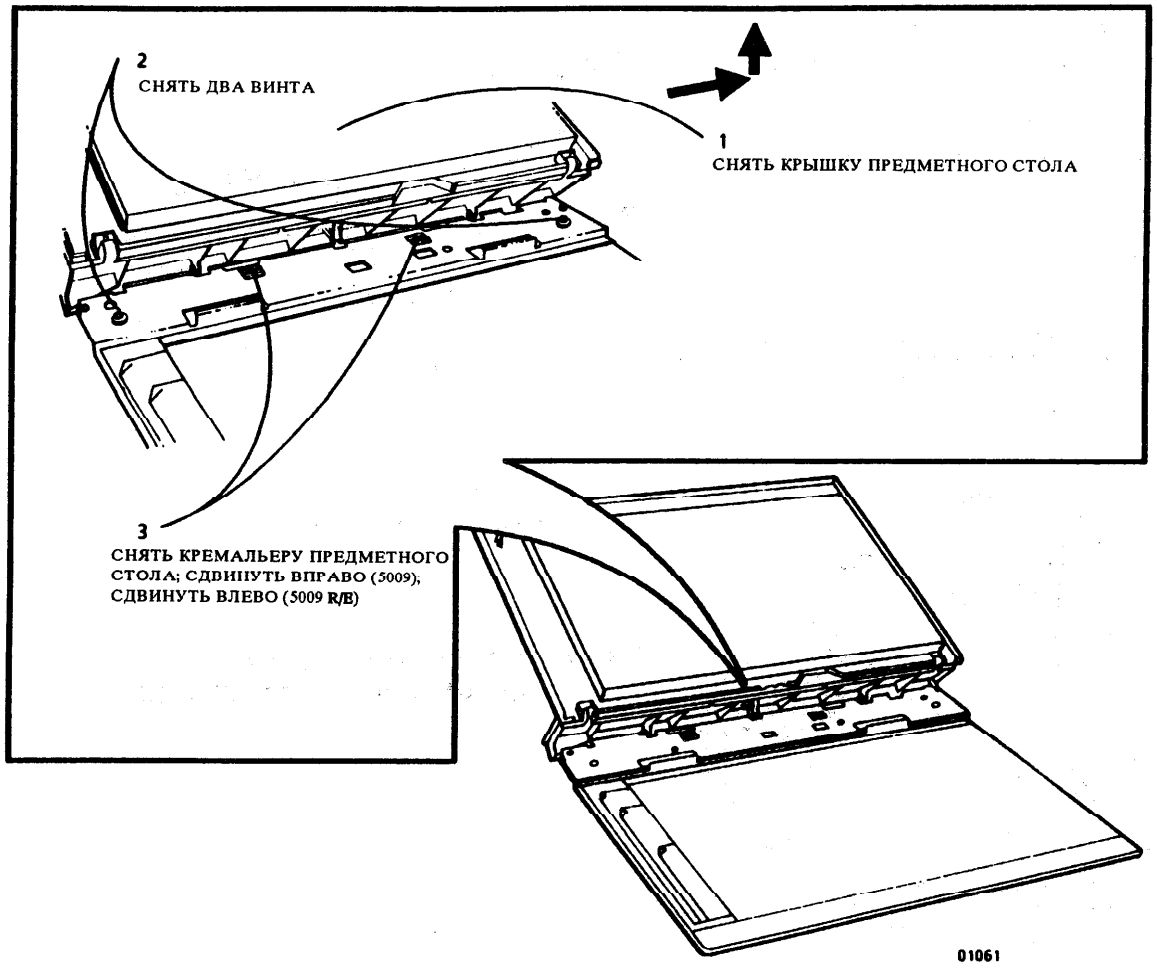

Рис. 1. Снятие крышки и кремальеры предметного стола
2. (Рис. 1), снять крышку предметного стола и кремальеру привода стола.